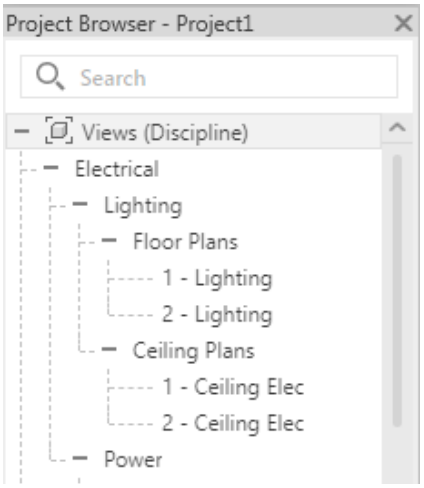

Figure 3-2 *The **Project Browser** displaying various views for different disciplines*
*In Revit, you can view the levels in the elevations or section views displayed in the **Project Browser** under each discipline such as Mechanical, Electrical, or Plumbing, refer to Figure 3-2.*